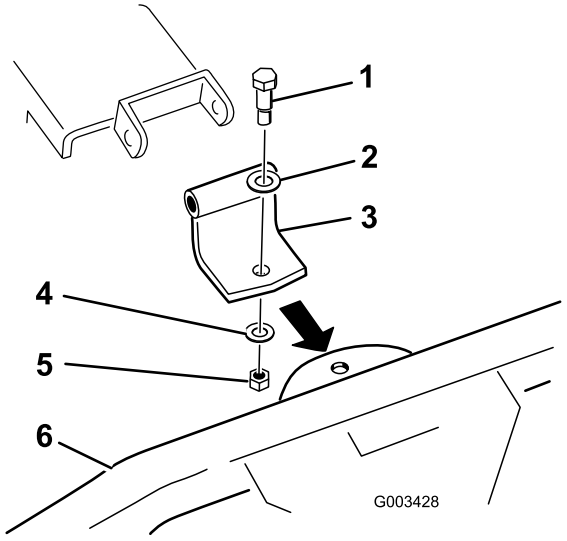

Figura 3
- Utilice el soporte/pivote curvo, según se indica en Figura 3, si el soporte del extremo del rastrillo está orientado hacia arriba.